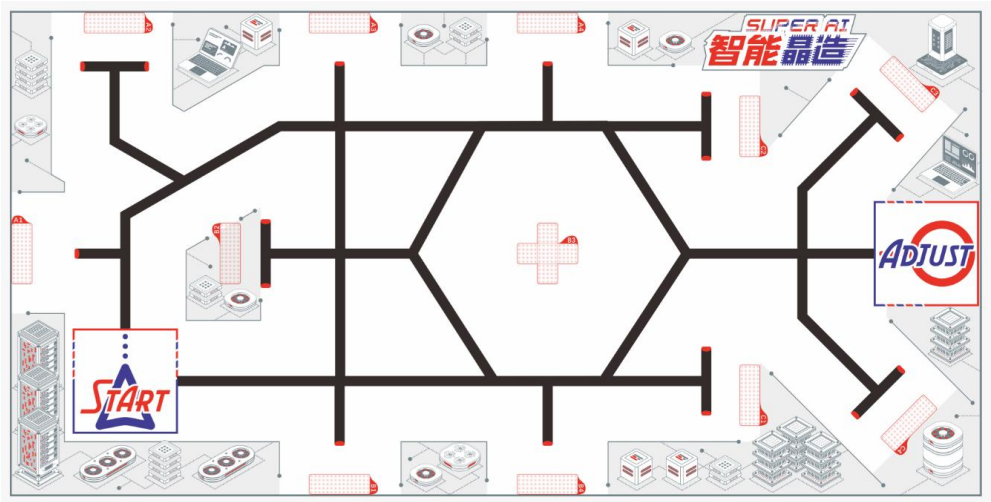

图 1：场地示意图
1. 场地图采用彩色喷绘布，尺寸为 2400mm×1200mm，如图 1 所示。